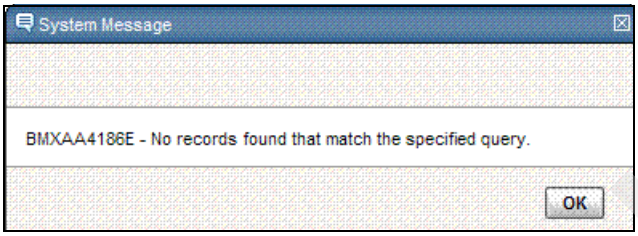

Figure 10-29 Record cannot be found message
2. Start the Work Order Tracking (SP) application by selecting **Go To** → **Work Orders** → **Work Order Tracking (SP).**
4. Searching now for work order WO09, you will see an error message saying the record cannot be found. Although the record exists in the system because the customer restriction from Security Group (SP) application user has no access to it. See Figure 10-29 on page 192.